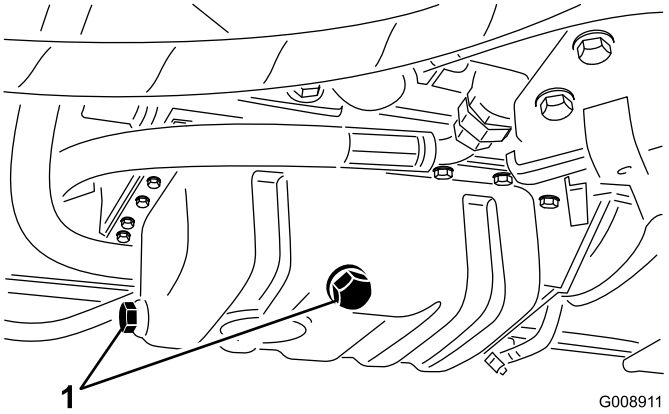

Figura 61
1. Retire cualquiera de los tapones de vaciado (Figura 61) y deje fluir el aceite a un recipiente apropiado; cuando todo el aceite se haya drenado, instale el tapón de vaciado.